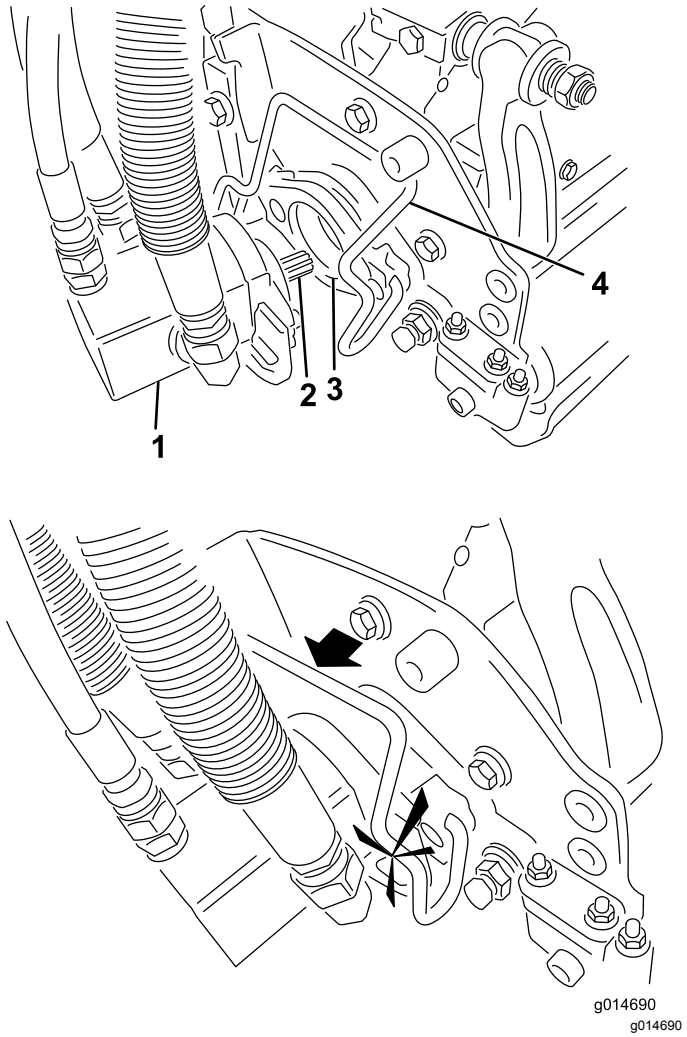

Rysunek 13
7. Nasmaruj wał z wypustem silnika zespołu tnącego cienką warstwą smaru (Rysunek 13).
8. Umieść silnik po lewej stronie zespołu tnącego (patrz od strony operatora) i pociągnij pręt mocujący silnik na zespole tnącym w kierunku silnika, aż do usłyszenia charakterystycznego kliknięcia po obu stronach silnika (Rysunek 13).